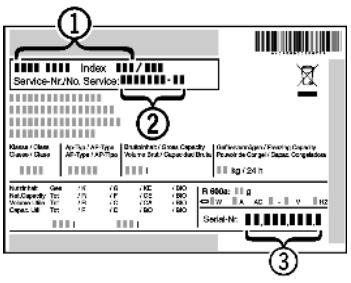

Fig. 53
▶ Считать обозначение устройства *Fig. 53 (1)*, сервисный номер *Fig. 53 (2)* и серийный номер *Fig. 53 (3)* с заводской таблички. Заводская табличка находится внутри устройства слева.